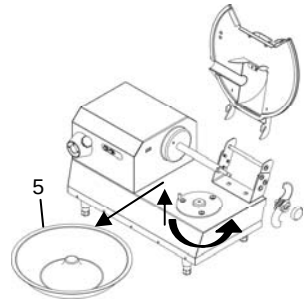

Fig. 6.3.7
- Turn the tank “5” counter-clockwise (Fig. 6.3.7) in order to release it from its seat